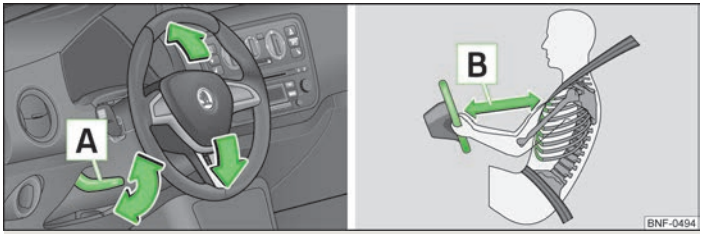

Fig. 62 **Adjustable steering wheel: Lever below the steering wheel/safe distance to the steering wheel**
- Maintain a distance of 25 cm B to the steering wheel » Fig. 62 on page 57. Not maintaining this minimum distance will mean that the airbag system will not be able to properly protect you – hazard!
› Pull the lever A » Fig. 62 below the steering wheel down.